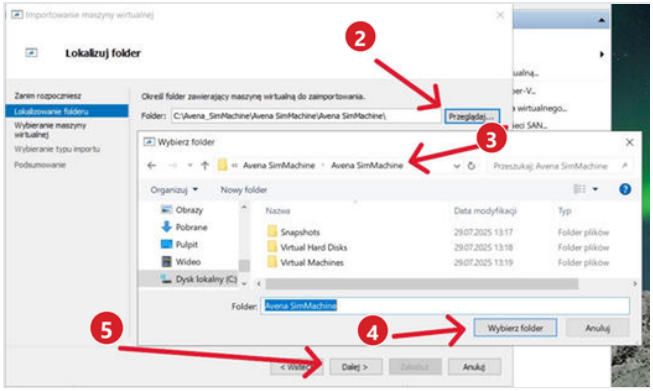

Rys. 3. Wybór rozpakowanego folderu w kreatorze importu.
4. Kliknij **Przeglądaj…** 2 i wskaż rozpakowany folder 3, czyli ten, w którym są foldery *Snapshots*, *Virtual Hard Disks* i *Virtual Machines*. Kliknij **Wybierz folder** 4, a potem **Dalej** 5 (Rys. 3).